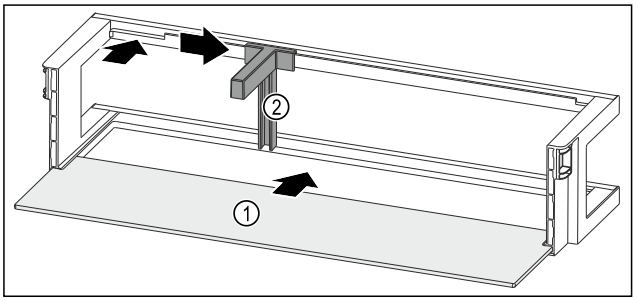

Fig. 176 Balconnet de contre-porte avec tablette de rangement
▶ Insérer la tablette de rangement *Fig. 176 (1)* dans les évidements latéraux.
▶ Insérer le range-bouteilles *Fig. 176 (2)* dans l'évidement.
▶ Pousser le range-bouteilles *Fig. 176 (2)* sur le côté en position souhaitée.